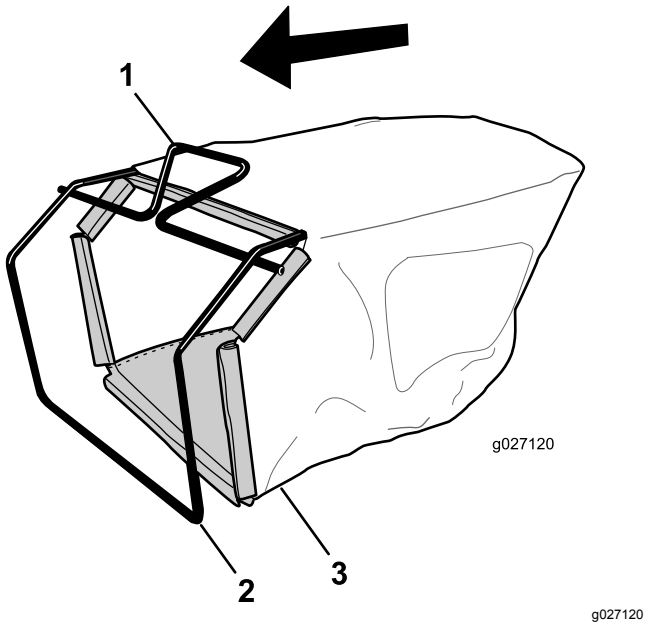

Рисунок 7
1. Установите травосборник на раму, как показано на Рисунок 7.
Примечание: Не надевайте травосборник на рукоятку (Рисунок 7).